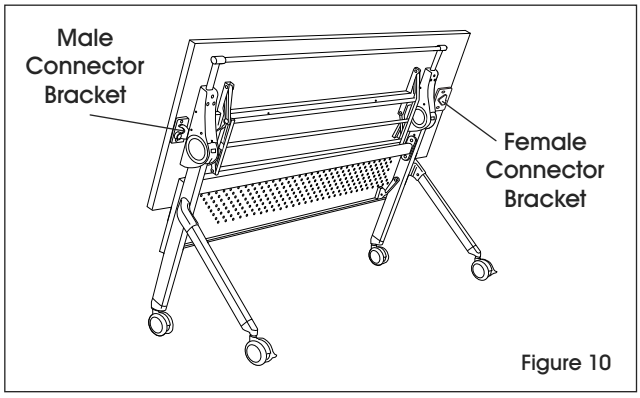

Figure 10
2. Repeat on right side to attach female connector bracket (18). (See Figures 10 and 11)